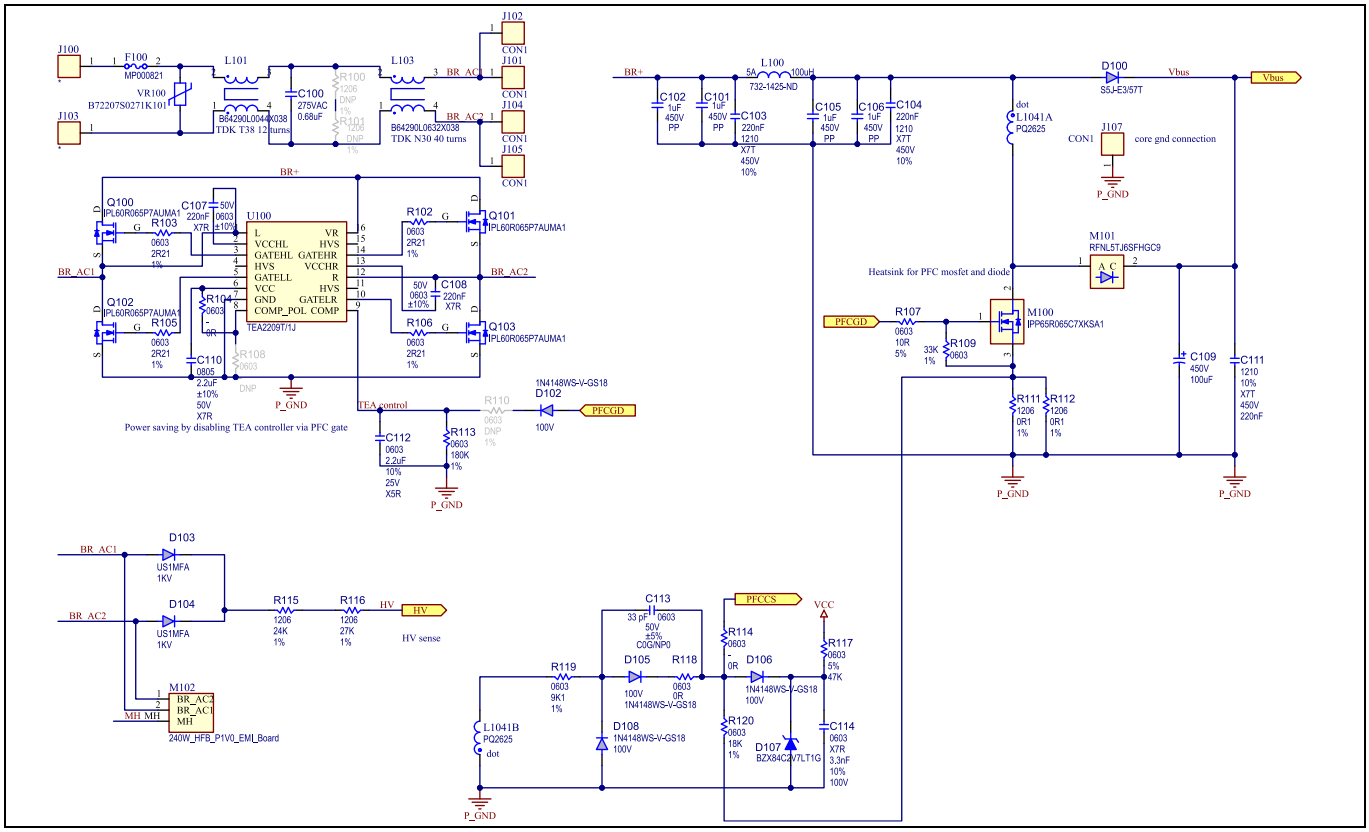
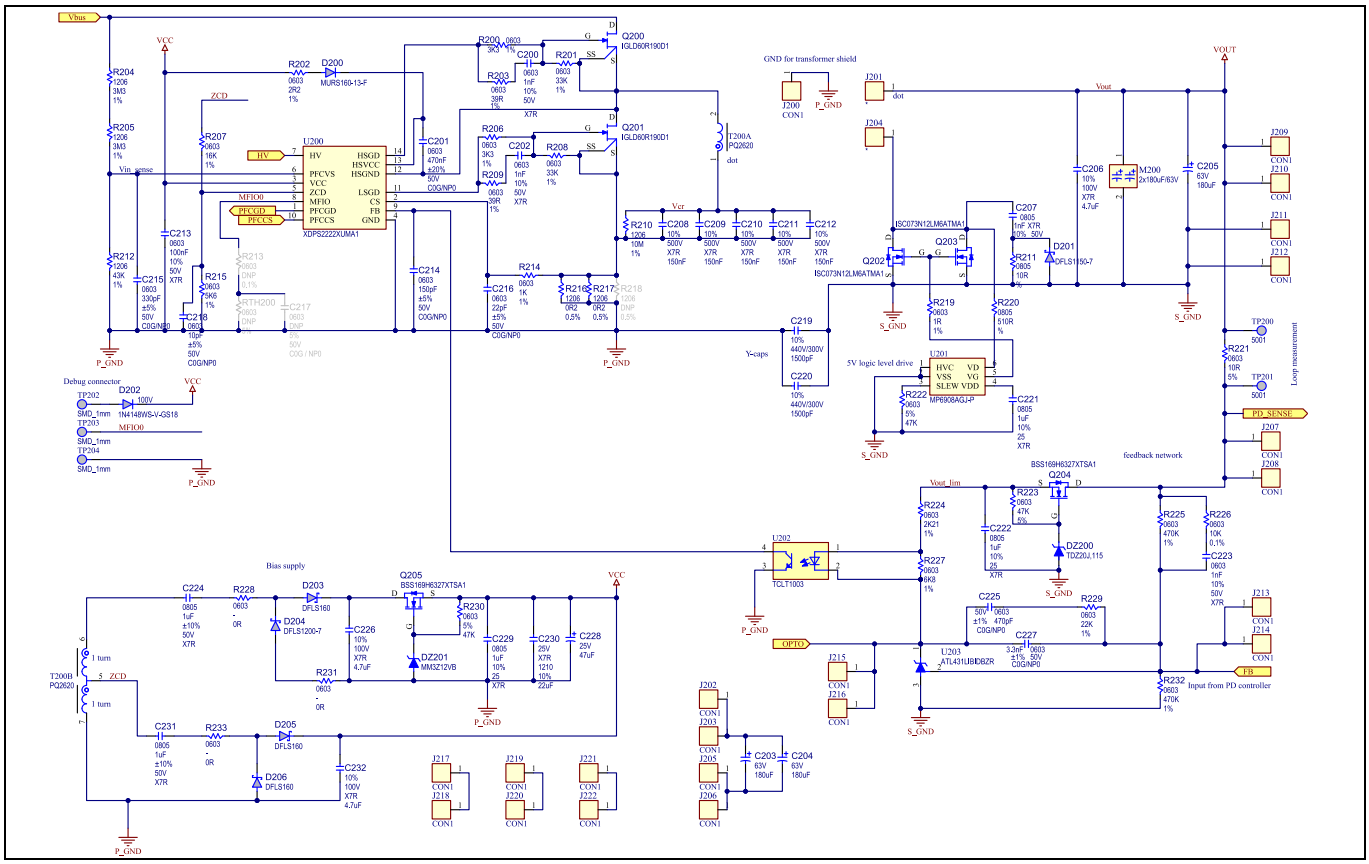
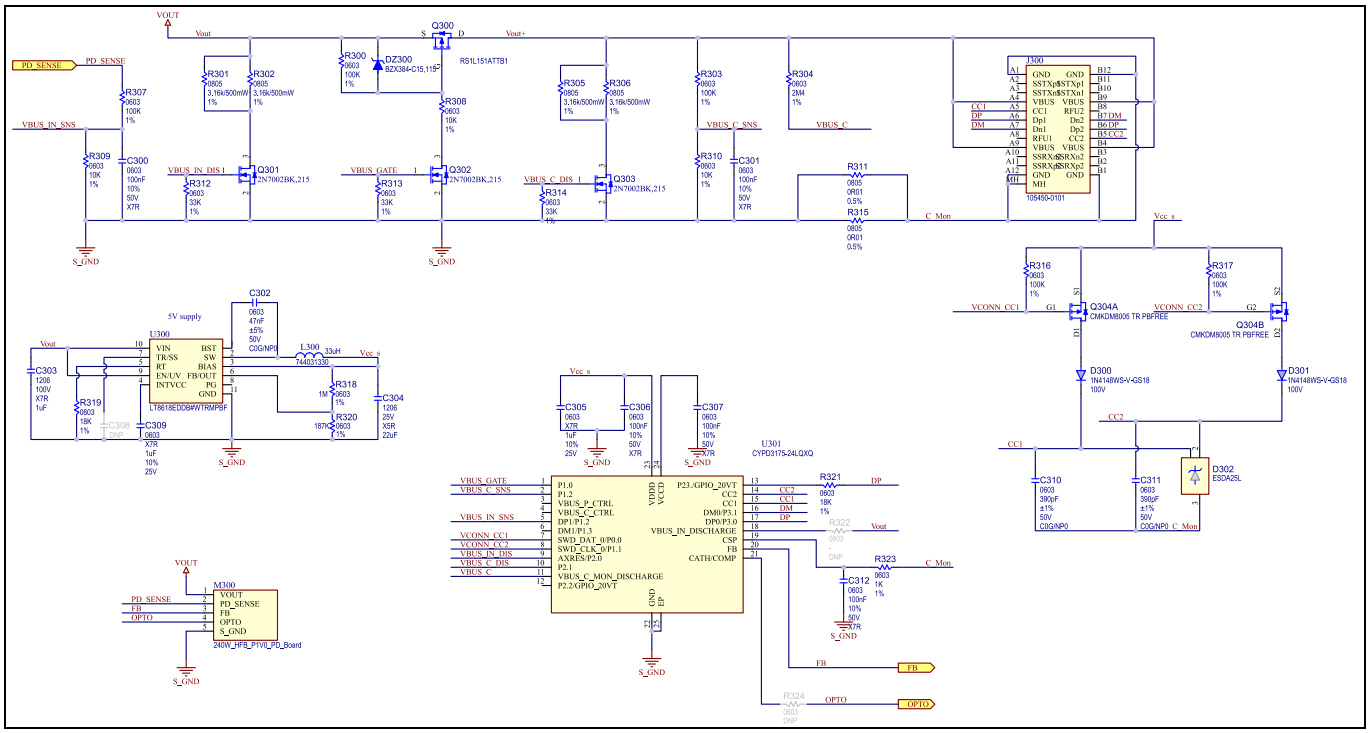

Figure 3 PFC stage schematic
Figure 4 HFB stage schematic
Figure 5 USB PD-EPR board schematic
The schematics of the main power board, input EMI filter board, output capacitors board, and USB PD-EPR board are shown in Figure 3, Figure 4, and Figure 5.
Figure 3 shows the power circuitry of the AC input and PFC stage, including the input protection, EMI filter, and the start-up cell external circuit (D103, D104, R115, and R116). The PFC zero-crossing detection (ZCD) and current sensing (CS) signals are combined into a single signal, PFCCS, which is connected to IC pin PFCCS. The voltage at the PFC auxiliary winding, which is coupled to the PFC main inductance (L1041), is processed by the circuit and D108 is for the negative clamping, and the network D106, D107, C114, and R117 limits the positive voltage of the ZCD signal. Per resistor R120, the ZCD signal is effectively decoupled from the PFC CS resistors R111 and R112, which provides the CS signal to the control IC. A CoolMOS™ device with attached heatsink is used as the PFC main switch, M100, and it is driven directly by the XDP™ XDPS2222 from the PFCGD pin through the gate resistor R107.
The HFB is based on a half-bridge structure as shown in Figure 4.
The USB PD-EPR board is based on the EZ-PD™ controller CYPD3175, as shown in Figure 5.